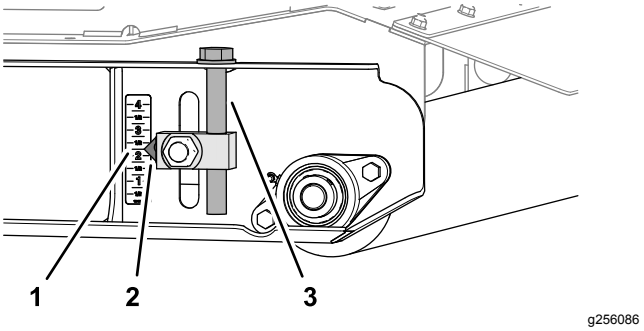

Figur 83
5. Höj vänster respektive höger klipphöjdsjusterare till 5,7 cm (2 ¼ tum) på dekalen (Figur 83).